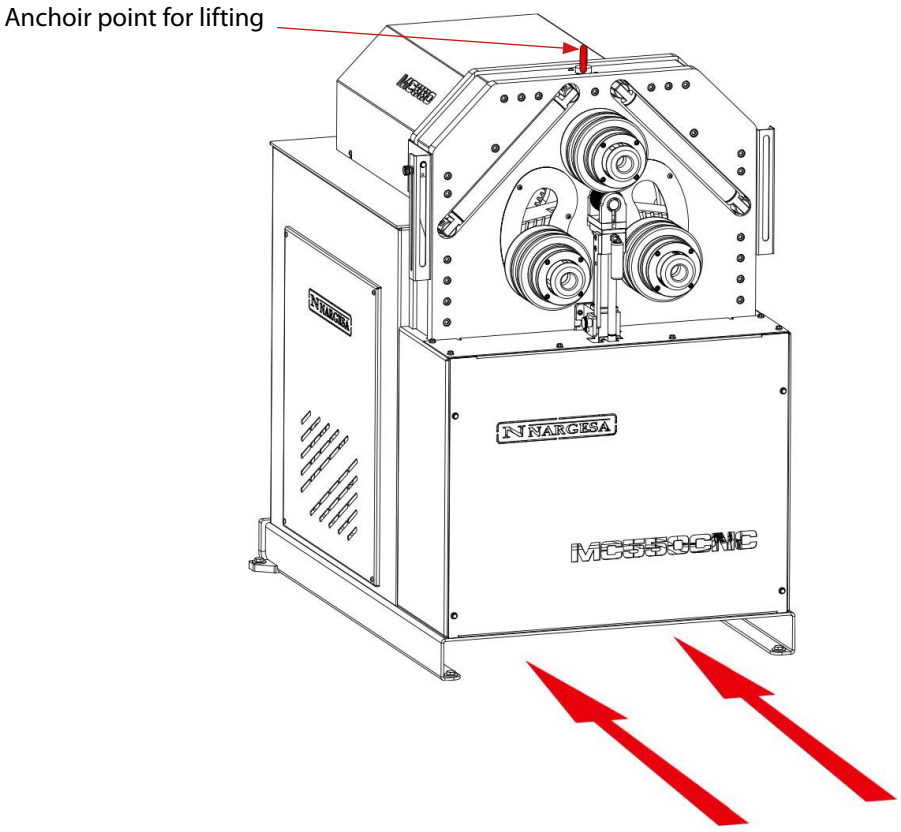

*Figure 4. Transportation of the machine*
- From the top of the machine, from the anchor point designed for this purpose defined in figure 4, using a crane or forklift.